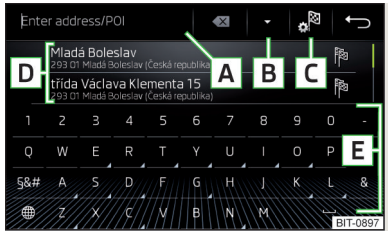
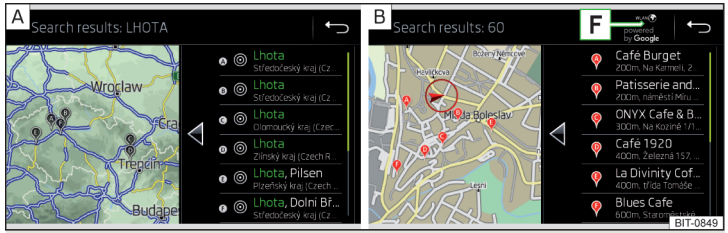

Fig. 181
Fig. 182 **Lista de los destinos solicitados: en los datos de navegación / online**
Superficies funcionales » fig. 181 y » fig. 182
En el área D » fig. 181 se muestra una lista de los destinos solicitados.
▶ **o:** pulsar la superficie funcional B » fig. 181.
Los destinos solicitados en los datos de navegación » fig. 182 - A.
Los destinos solicitados online » fig. 182 - B.